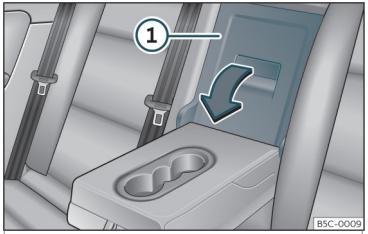

Fig. 115 In the rear seat backrest: opening the trapdoor.
- Pull the release lever in the direction of the arrow and push the tailboard cover ››› **Fig. 115** ① down and forwards.